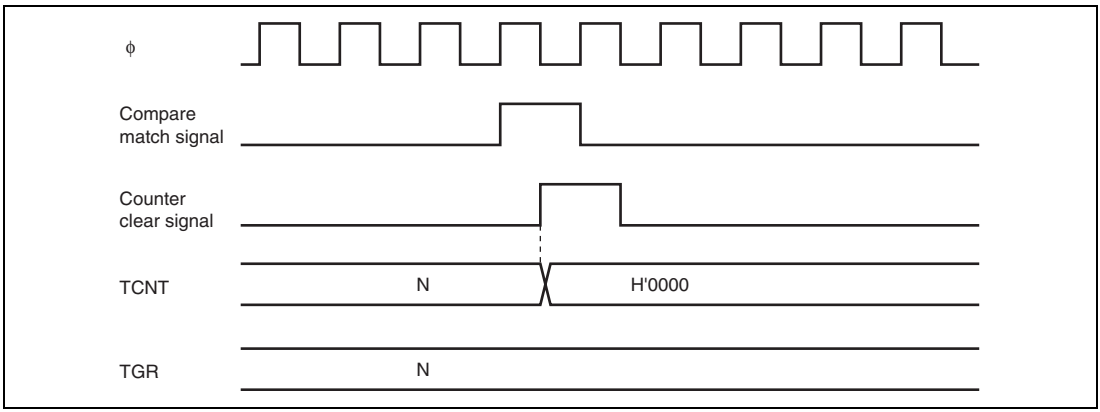
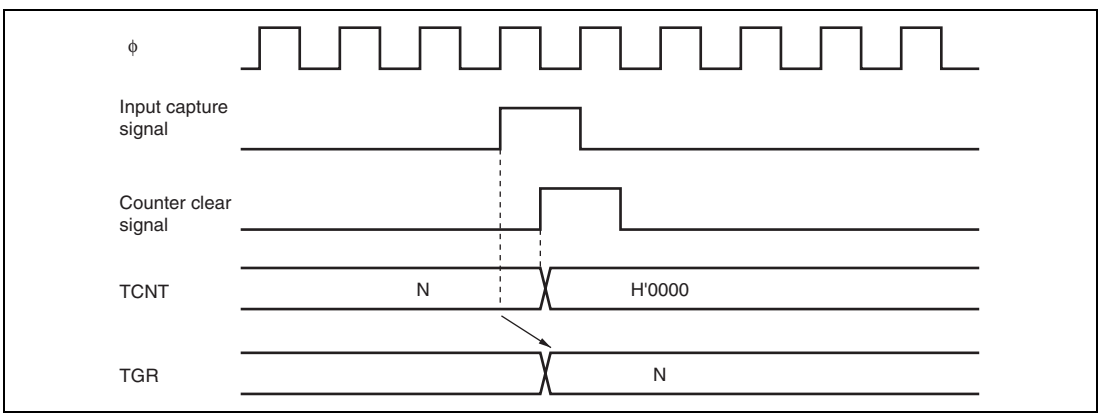

**Figure 10.34 Counter Clear Timing (Compare Match)**
**Figure 10.35 Counter Clear Timing (Input Capture)**
**Timing for Counter Clearing by Compare Match/Input Capture:** Figure 10.34 shows the timing when counter clearing on compare match is specified, and figure 10.35 shows the timing when counter clearing on input capture is specified.